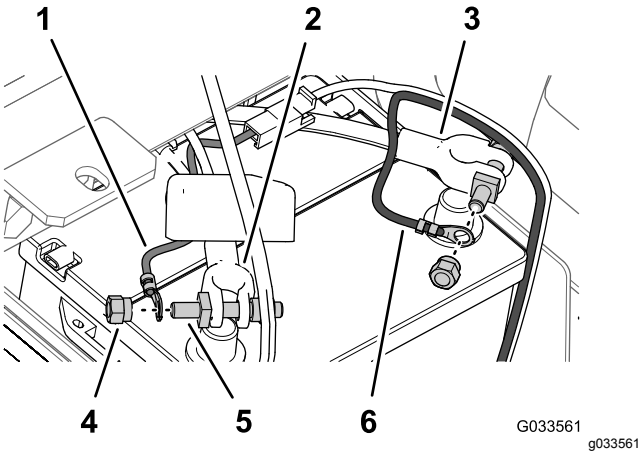

Figur 31
6. Fastgør ringklemmen på smeltesikringen (sprøjtens ledningsnet) til enden af batteripolbolten, du monterede på det positive batterikabel med en klemmemøtrik (Figur 31).
7. Fastgør ringklemmen på det negative kabel (sort – sprøjtens ledningsnet) til enden af batteripolbolten, du monterede på det negative batterikabel med en klemmemøtrik (Figur 31).